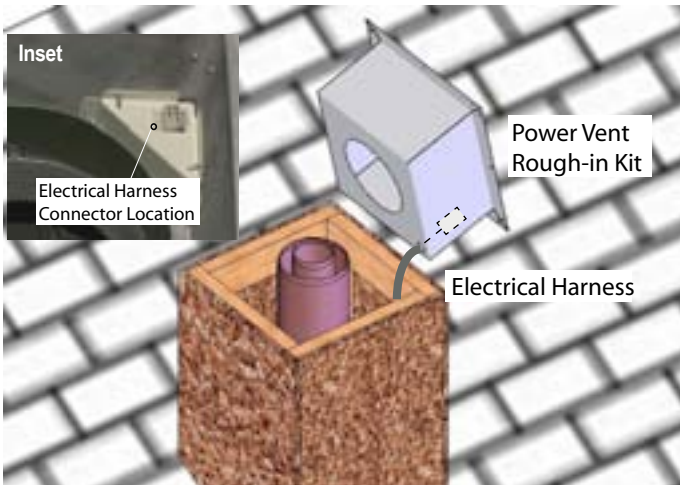

Figure 11b. *Installing the Rough-in Kit.*
Step 3: Install the Power Vent Rough-in Kit (EPVRRF). Pull wire harness through the supplied hole in the bottom corner of the rough-in box and snap into the slot provided, see **Figure 11b** inset.